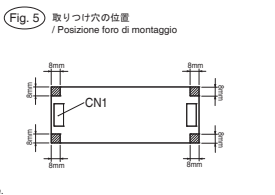

Fig. 6 並列運転 / Funzionamento in parallelo
■ Funzionamento in parallelo Fig.6